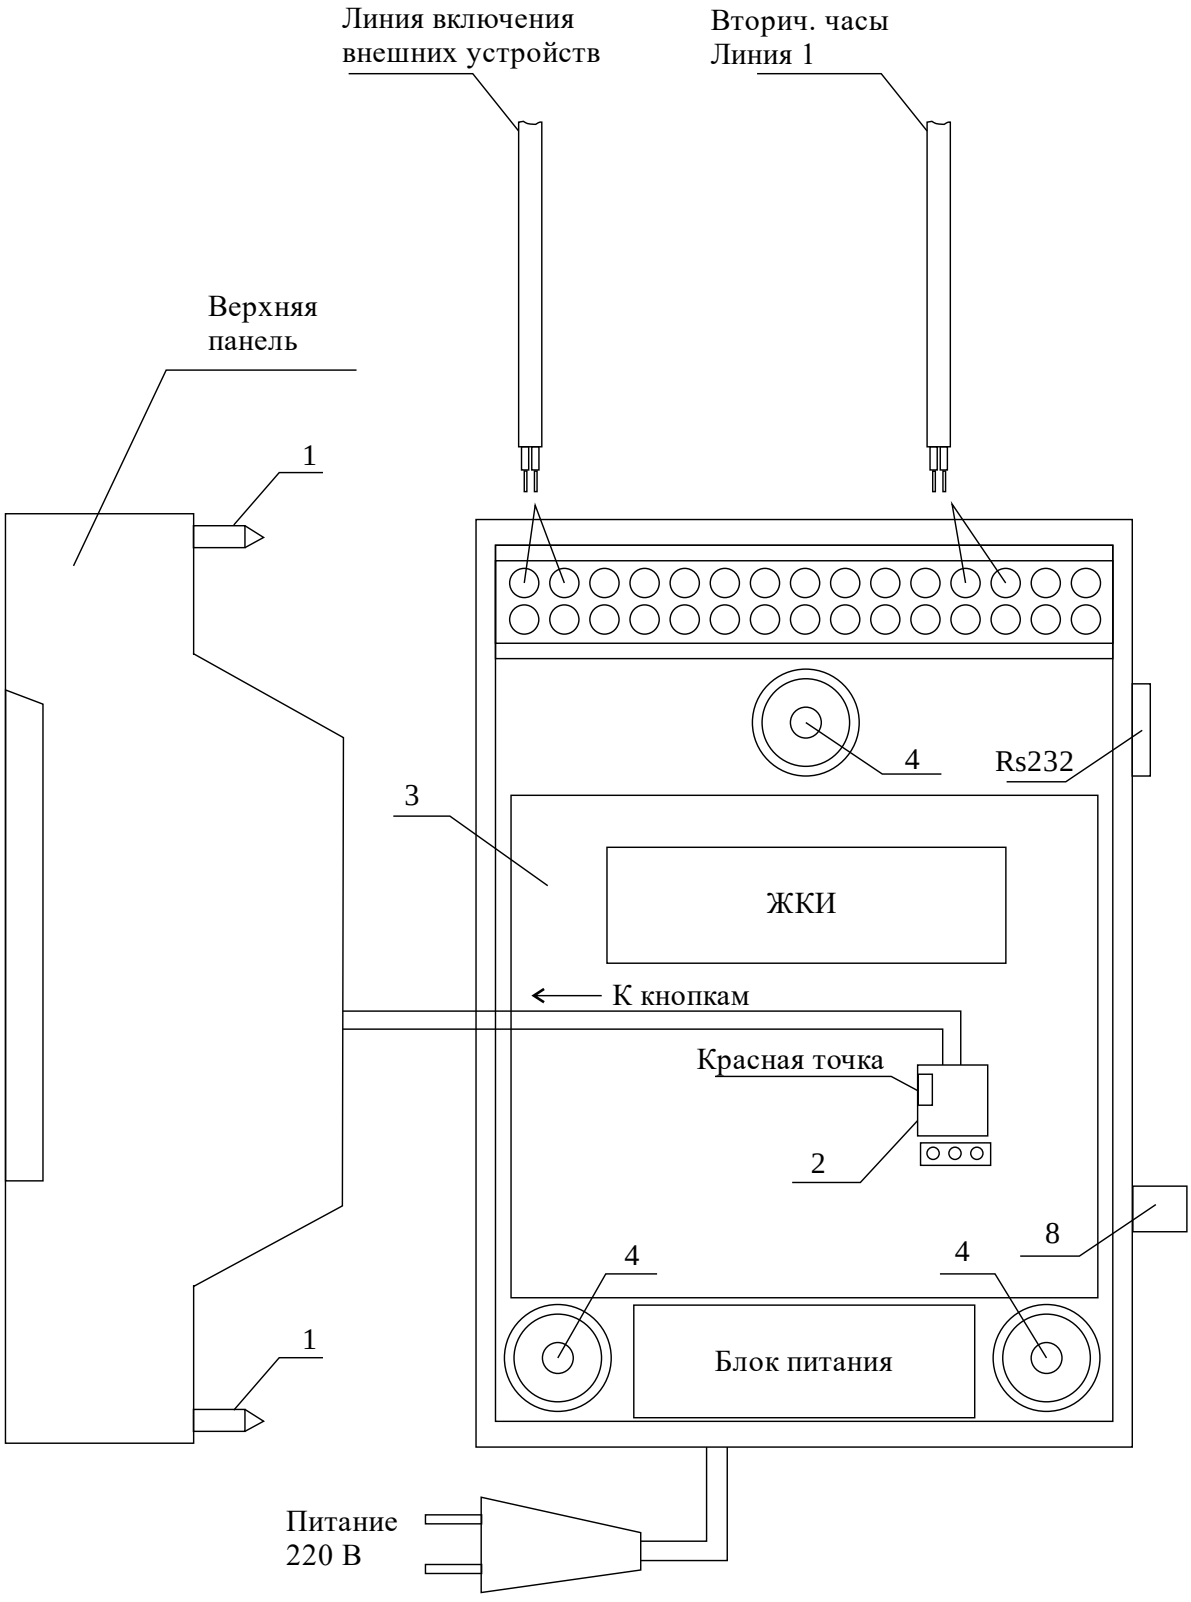

Рис. 1
4.1. Выверните четыре винта 1, расположенные на верхней панели ЧС (см. Рис.1). Осторожно снимите верхнюю панель и отсоедините разъем 2, соединяющий кнопки с печатной платой 3.
4.2. Пропустите кабели линии вторичных часов и линии включения устройств через резиновые уплотнительные заглушки, расположенные на верхней стенке корпуса ЧС, предварительно проткнув в них небольшие отверстия крестовой отверткой. Кабели через резиновые заглушки необходимо пропускать в натяг для предотвращения попадания пыли внутрь станции. Подсоедините линию вторичных часов и линию включения внешних устройств в соответствии с рис. 1 и 2.